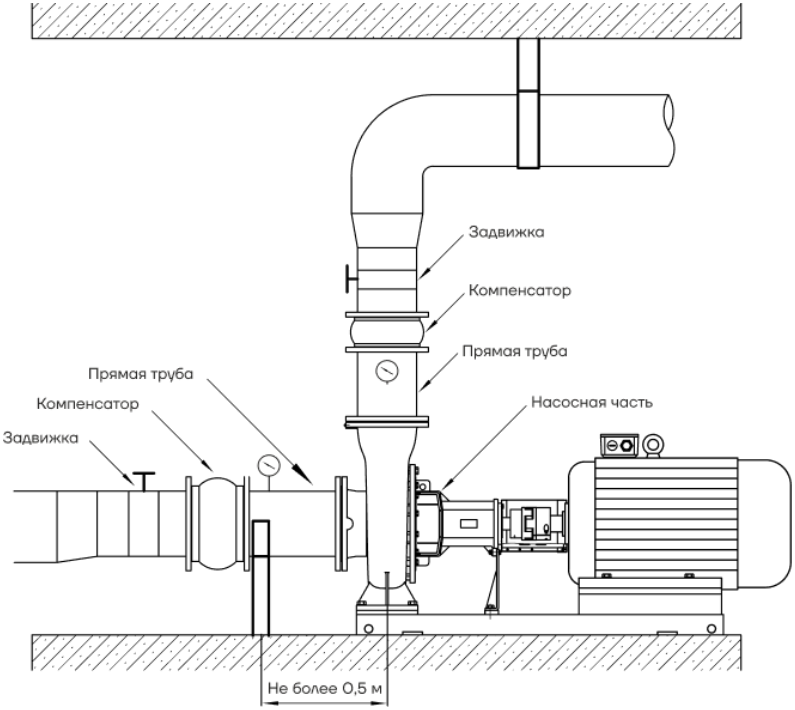

Рис. 11 Схема подключения насоса
- Трубопроводы всасывания и нагнетания должны иметь неподвижные опоры, установленные на расстоянии не более 0,5 м от входного и выходного патрубков агрегата насосного, во избежание передачи усилий упругих деформаций на патрубки агрегата как при монтаже, так и при эксплуатации (см. рис. 11).;